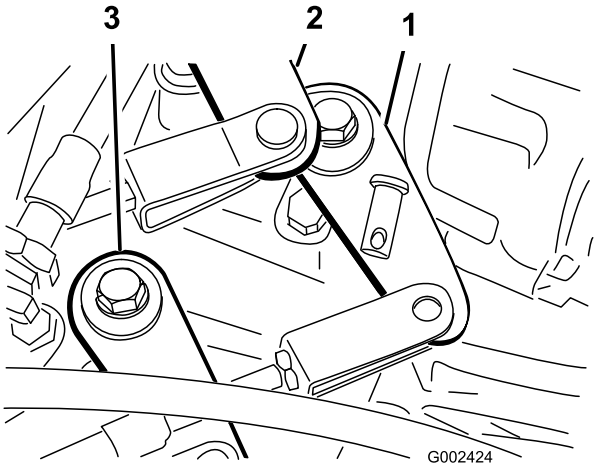

Figura 52
2. Togliete i perni che fissano i cavi ai bracci del cambio del transaxle (Figura 52).
1. Togliete i perni che fissano il cavo superiore - inferiore al transaxle (Figura 52).